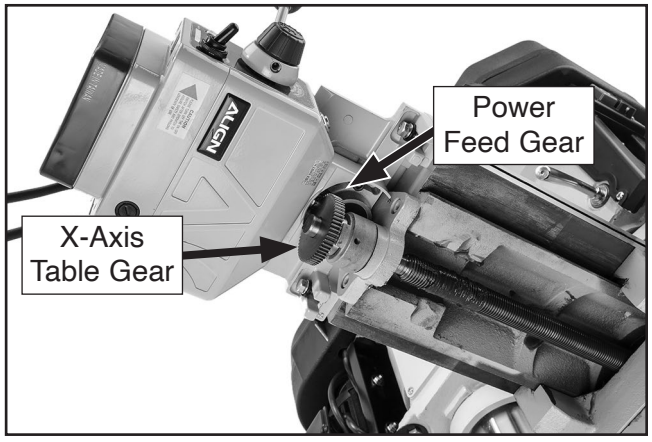

Figure 62. Lubrication points for X-axis power feed gears (as shown from below).
3. Brush a light coat of grease on teeth of power feed gear and X-axis table gear (see **Figure 62**).